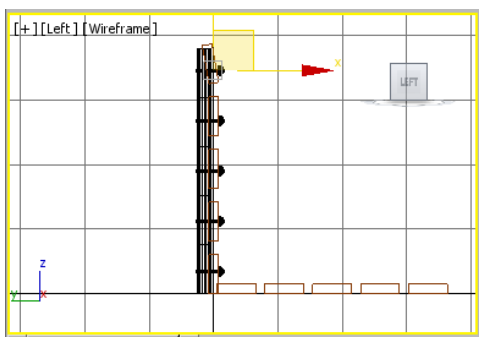

Figure 2-78 *Alignment of rivets in the Left viewport*
4. In the Left viewport, select *rivet001* using the **Select and Move** tool and move the cursor over the vertical axis. Now, create 4 copies of *rivet001*. These copies are automatically named as *rivet002*, *rivet003*, *rivet004*, and *rivet005*. Align them in the Left viewport, refer to Figure 2-78.